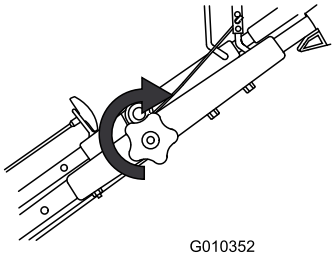

Figur 20
3. Dra åt det övre handtagsvredet så hårt du kan (Figur 20).